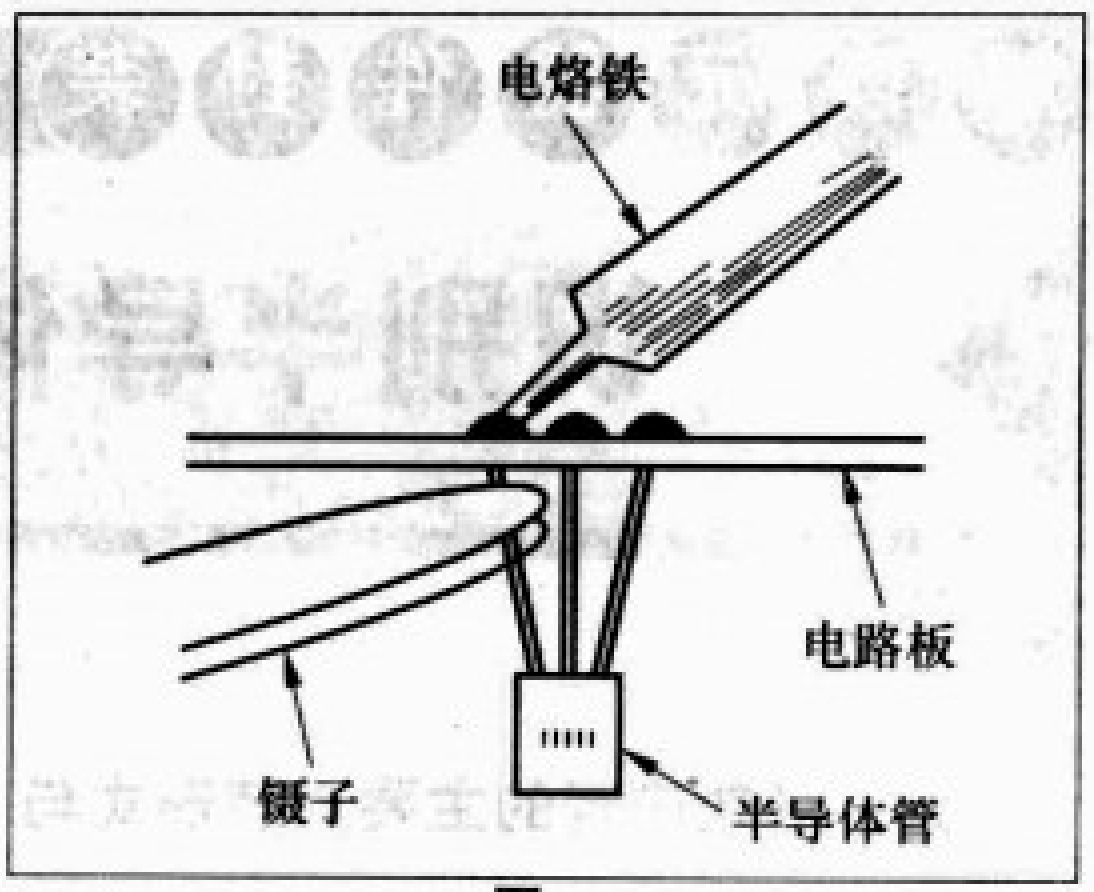

图23
3.焊接半导体管时，电烙铁焊接时间不宜过长，以防高温损坏管芯。特别是焊接塑封半导体管时，应如图23所示用镊子夹住管脚帮助散热，刚焊好时不要马上拨动管子，以防损坏管芯。